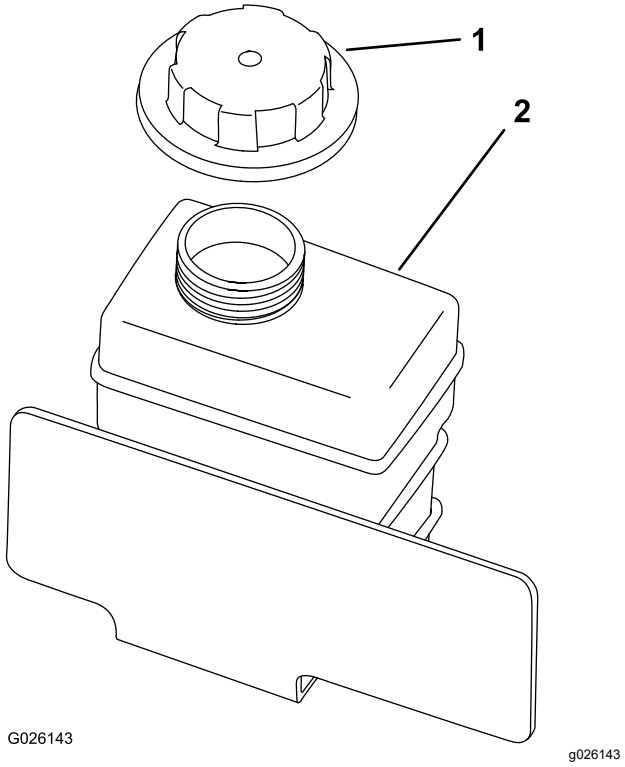

Figur 19
2. Kontrollera kylvätskenivån i reservtanken (Figur 19).